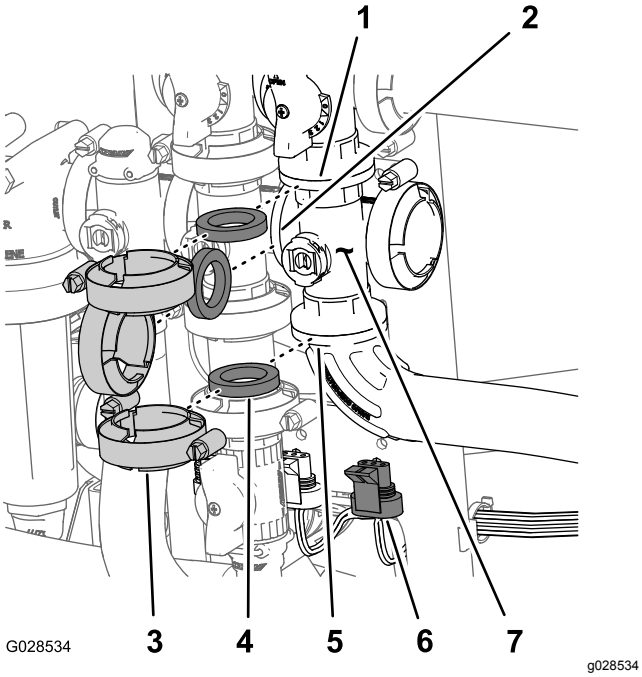

Figur 92
1. Fjern klemmene og pakningene som fester manifoldet for hovedbomventilen (Figur 92) til omløpsventilen for hovedbommen, risteventil og 90-graders flensvinkelrør (på enden av slangen til strømningsmåleren).